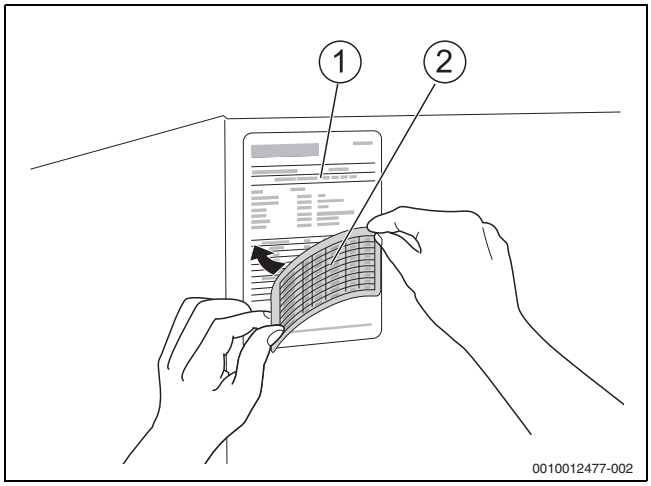

Bild 29 Typschild aktualisieren bei Umstellung innerhalb der Erdgasgruppen und bei Flüssiggas (nicht bei LowNOx-Variante)
- Entsprechenden Bereich auf dem vorhandenen Kessel-Typschild (→Bild 29, [1]) mit dem mitgelieferten Aufkleber (→Bild 29, [2]) für die gelieferte Gasart, entsprechend der Gasblende, überkleben.